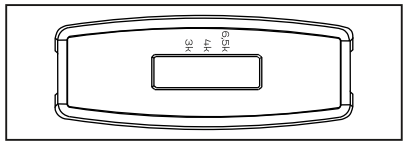

Рис. 2
5.10 Для версии с переключаемой цветовой температурой при необходимости выберете требуемое значение температуры на переключателе (рис.2). Где «3К» - 3000К, «4К» - 4000К, «6,5К» - 6500К.